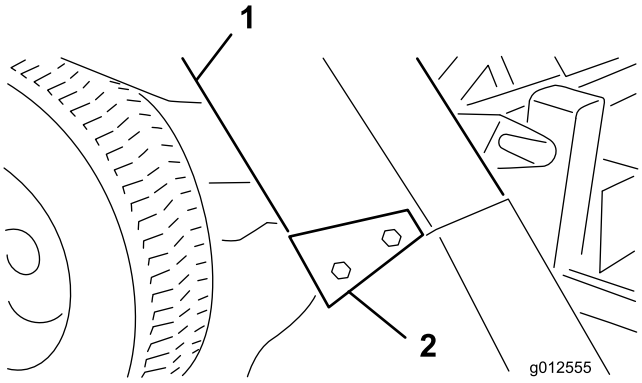

図 29
4. シュートをブロアの開口部と取り付けスタッドにセットする 図 29。